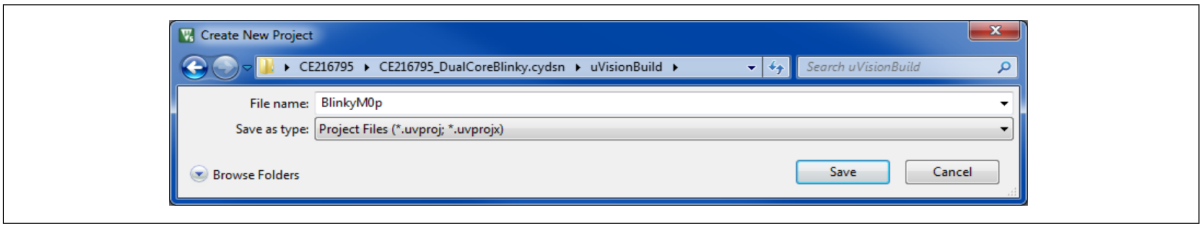

**図 14 CM0+用 µVision プロジェクトの生成**
**推奨:** オリジナルの PSOC™ Creator プロジェクト名とターゲット CPU に基づいてプロジェクトに名前を付けてください。例えば、CE216795 デュアルコア点滅プロジェクトの場合、図 14 のように、CM0+ CPU 用の µVision プロジェクト `BlinkyM0p` を作成します。
**推奨:** オリジナルの PSOC™ Creator プロジェクト名とターゲット CPU に基づいてプロジェクトに名前を付けてください。例えば、CE216795 デュアルコア点滅プロジェクトの場合は、µVision プロジェクト `BlinkyM4p` を作成してください。図 14 を参照してください。以下の違いを除いて、CM0+プロジェクトと同じ方法でプロジェクトを構成してください。
- CM4 プロジェクトは CM0+プロジェクトと同じフォルダになければなりません。この場合は `µVisionBuild` です。図 14 を参照してください。